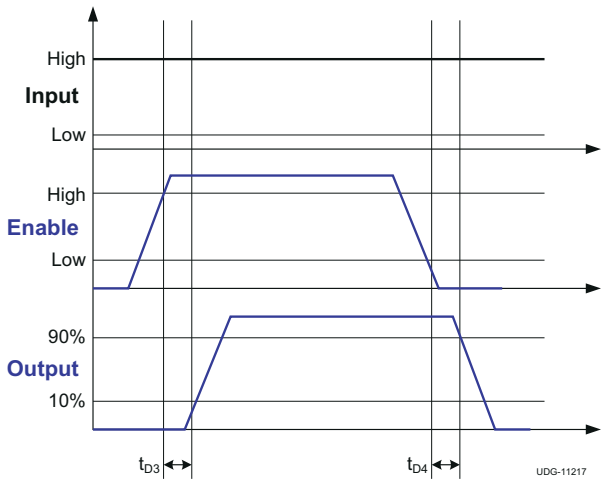
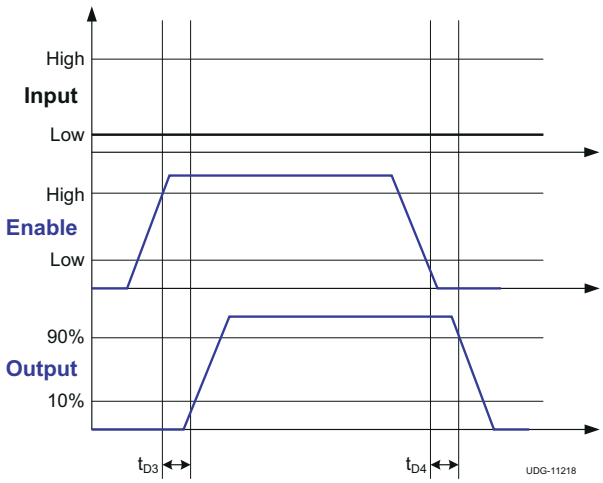
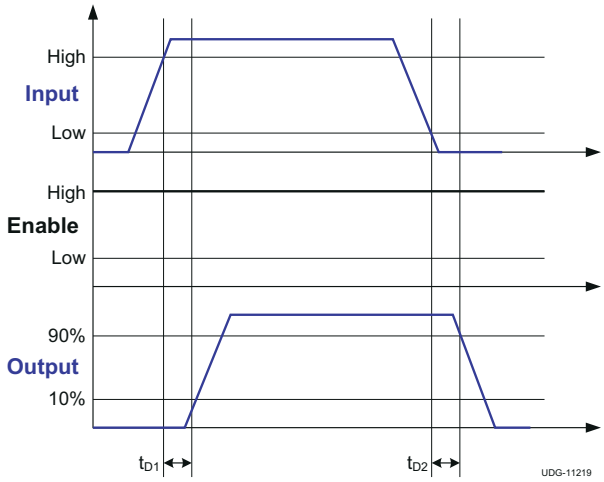
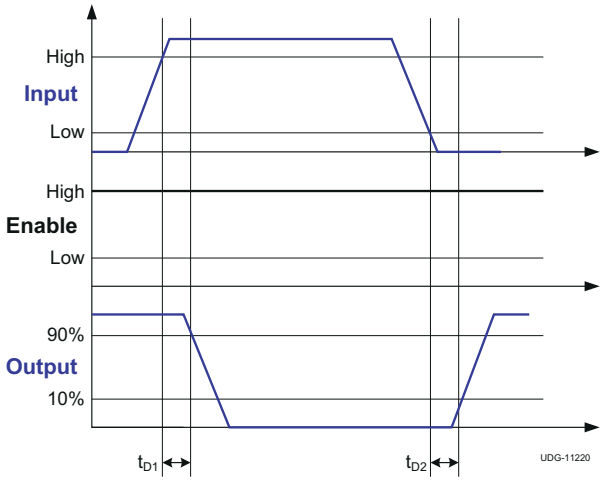

**Figure 6-1. Enable Function (For Non-Inverting Input Driver Operation)**
**Figure 6-2. Enable Function (For Inverting Input Driver Operation)**
**Figure 6-3. Non-Inverting Input Driver Operation**
**Figure 6-4. Inverting Input Driver Operation**
(1) See timing diagrams in Figure 6-1, Figure 6-2, Figure 6-3, and Figure 6-4